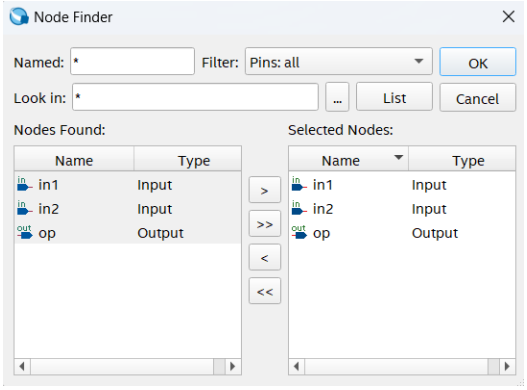

Figure 17 - Specification of input and output signals to be used in the simulation.
10. After pressing "OK" the next window should open, where the signals to be used in the simulation should be indicated (Figure 17).
11. Through the "Edit→Insert→Insert Node or Bus" menu, then pressing the "Node Finder" and "List" buttons, select all input and output ports of the circuit, then press "Ok" (Figures 17 and 18).